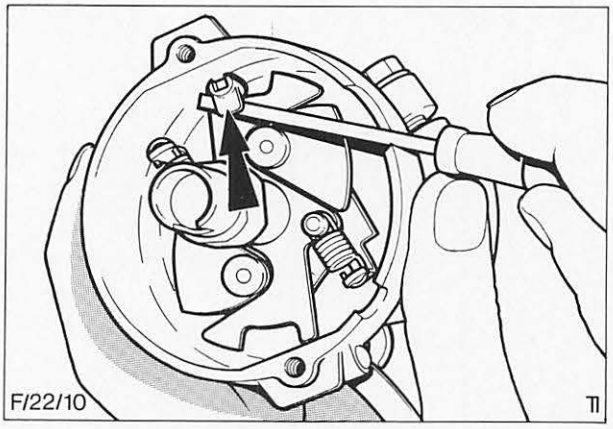

Abb. 50 Abheben des Kunststoffanschlags
6. Kunststoffanschlag mit einem Schraubenzieher abheben, Abb. 50.